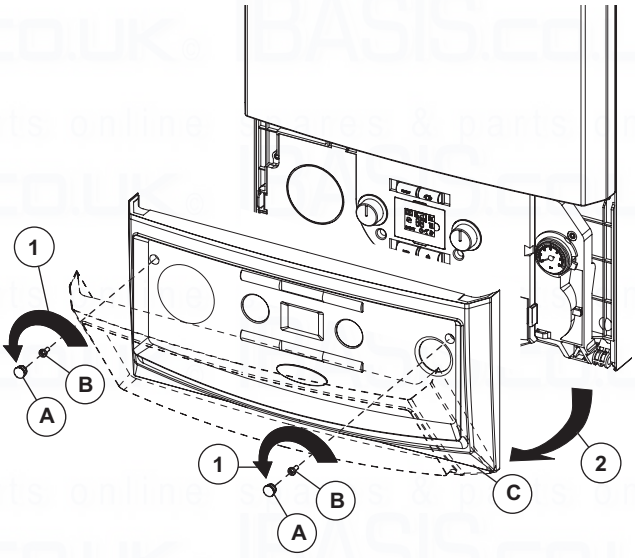

**Fig. 6.1**
### *6.2 CASING REMOVAL - Figs. 6.1, 6.2, 6.3 and 6.4*
**Control panel cover - Fig. 6.1**